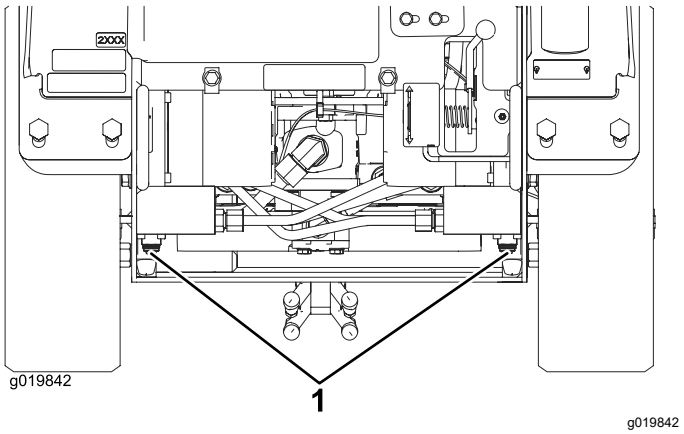

Figur 21
4. Använd en skruvnyckel och vrid bogserventilerna på hydraulpumparna två varv motsols (Figur 21).